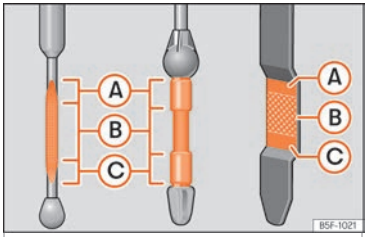

Fig. 199 Vareta de medição do nível de óleo.
– Em seguida, retire-a novamente e verifique o nível do óleo ››› **Fig. 199**. Caso seja necessário, reponha óleo do motor.
- Quando o nível de óleo atingir pelo menos a zona ››› Fig. 199 Ⓑ, enrosque a tampa do bocal de enchimento com cuidado ››› ❗.
Se o nível do óleo se encontrar por cima da zona ››› Fig. 199 Ⓐ, não ponha o motor em funcionamento. Pode causar danos no motor e no catalisador. Dirija-se a uma oficina especializada.
O nível do óleo não pode ultrapassar, em caso algum, a zona ››› Fig. 199 Ⓐ. Caso contrário, poderia ser aspirado óleo pela ventilação do cárter da cambota e chegar à atmosfera através do sistema de escape.